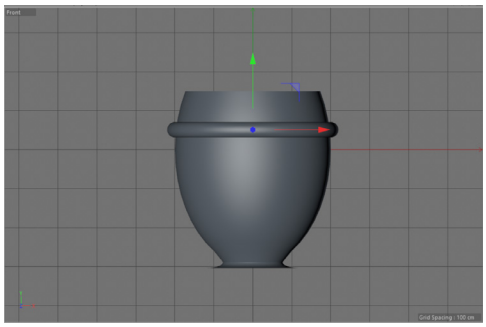

Figure 3-78 *Torus moved upward*
4. Choose the **Coordinates** button and enter **51** in the **P.Y** spinner; *Torus* moves upward, as shown in Figure 3-78.